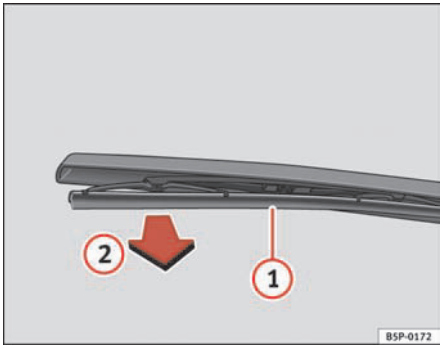

Fig. 142 Changing the rear window wiper blade
– Lift the wiper arm away from the glass ⇒ fig. 142.
– Unclip the wiper blade (1) and pull (2) ⇒ fig. 142.